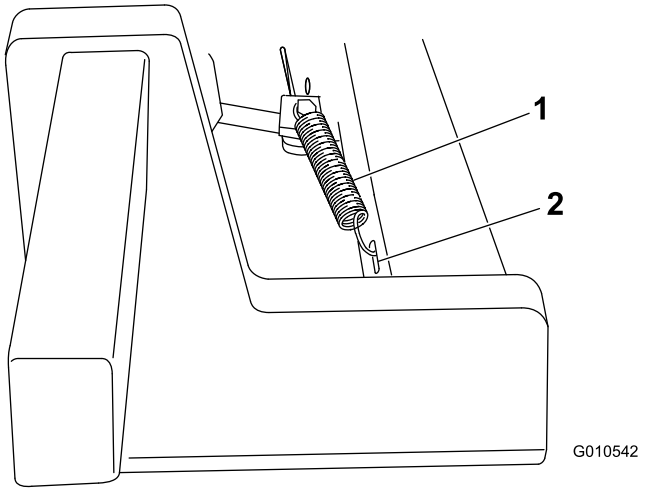

Figur 4
6. Fjern splitterne fra gaffelboltene, der holder bremsestøtter og gafler sammen, og kasser splitterne. Hold gaffelbolten på plads, og monter fjederens korte ende ind i hullet i gaffelbolten for at holde delene sammen. Sæt fjedrenes anden ende ind i de rillede huller i løftearmene (Figur 4).